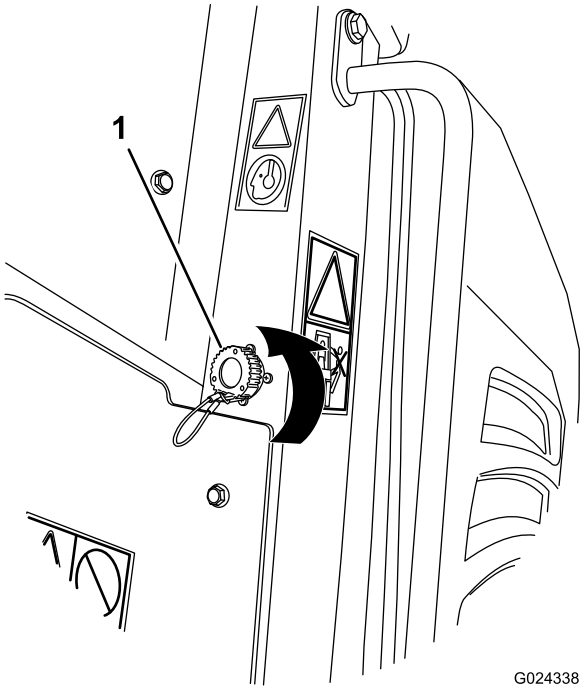
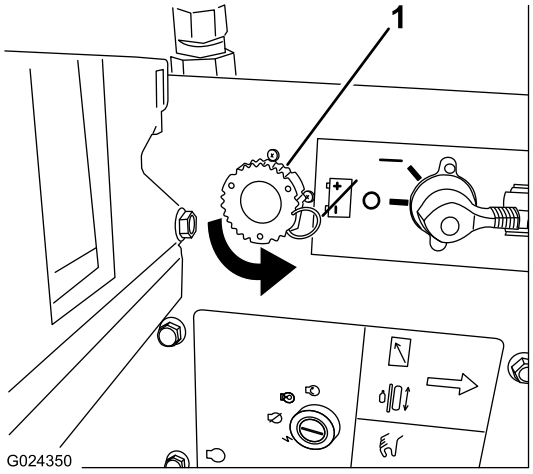
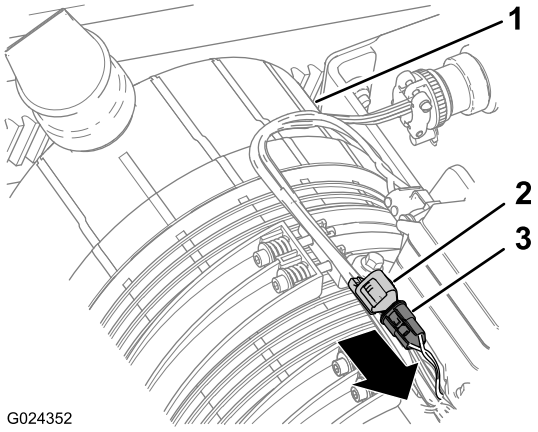

Figure 3
Figure 4
Figure 5
4. Sur la machine, enlevez le capuchon antipoussière de la prise de diagnostic de la machine (Figure 3, Figure 4 ou Figure 5).